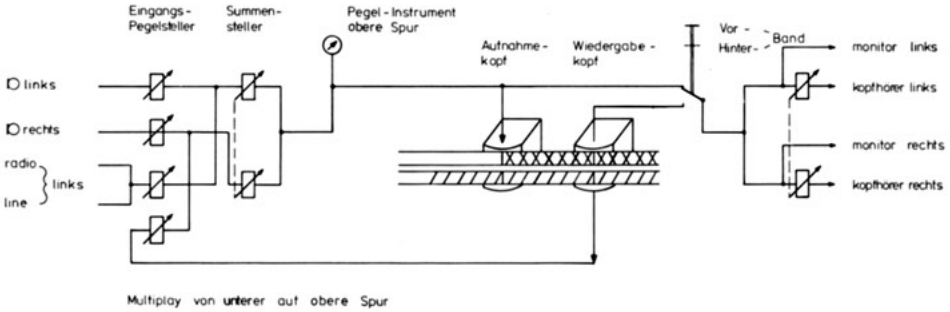

Abb. 6 / *fig. 6*
7. Multiplay (Sond on Sound) (s. Abb. 6)